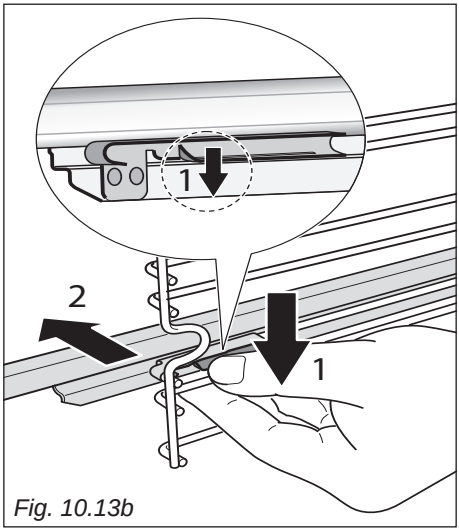

*Fig. 10.13b*
- Find the safety locks. These are the tabs that clip over the wire of the side rack (arrow "**1**" in fig. 10.13b).
- Pull the safety locks away from the wire to release the wire (arrow "**2**" in fig. 10.13b).